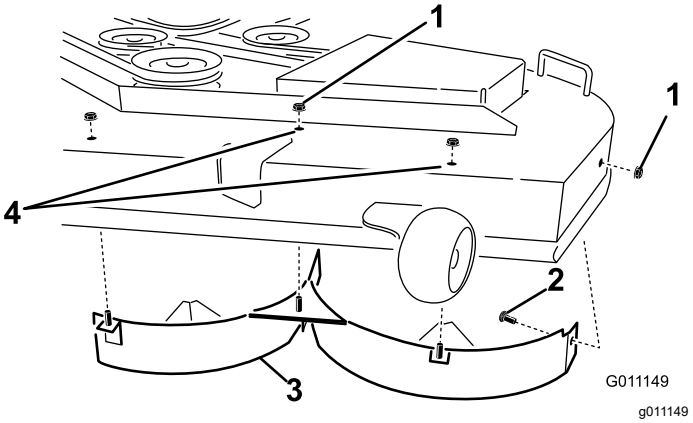

Rysunek 17
4. Odkręć 3 nakrętki zabezpieczające (5/16 cala) znajdujące się na środkowej, lewej środkowej i lewej skrajnej pozycji na kołkach lewej przegrody u góry podwozia kosiarki (Rysunek 17).
5. Odkręć śrubę zamkową z nakrętką zabezpieczającą ze ściany bocznej podwozia tnącego mocujące lewą przegrodę do podwozia (Rysunek 17).
6. Zdemontuj lewą przegrodę z podwozia tnącego (Rysunek 17).
7. Odszukaj wśród drobnych części 2 śruby i wraz z dotychczasowymi nakrętkami zabezpieczającymi wkręć je w otwory pokazane na Rysunek 17, aby zabezpieczyć podwozie tnące przed wydostawaniem się zanieczyszczeń.